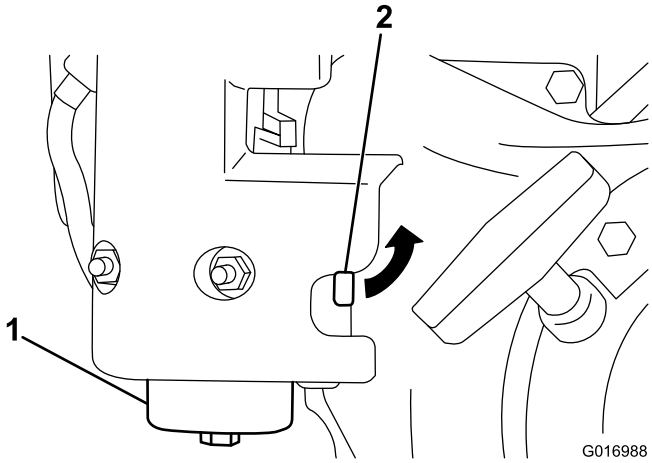

Figuur 29
1. Sluit de brandstofkraan en schroef de bak van de filterbehuizing (Figuur 29).